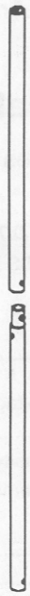

Figure 1-3. Support posts.
b. Support posts (fig 1-3). The support posts fasten together and support the lighthead and arm assembly on the base assembly. A spring-loaded locking mechanism is used to lock the two support posts together.